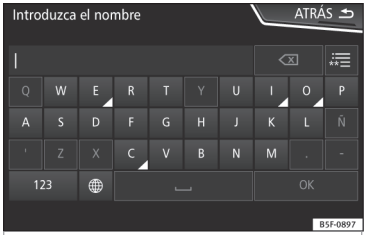

Fig. 191 Máscara de busca.
- Introduza o nome do contacto que está a buscar na máscara ››› **fig. 191**. Mentres se van introducindo os caracteres, amósase un contacto no campo de entrada.